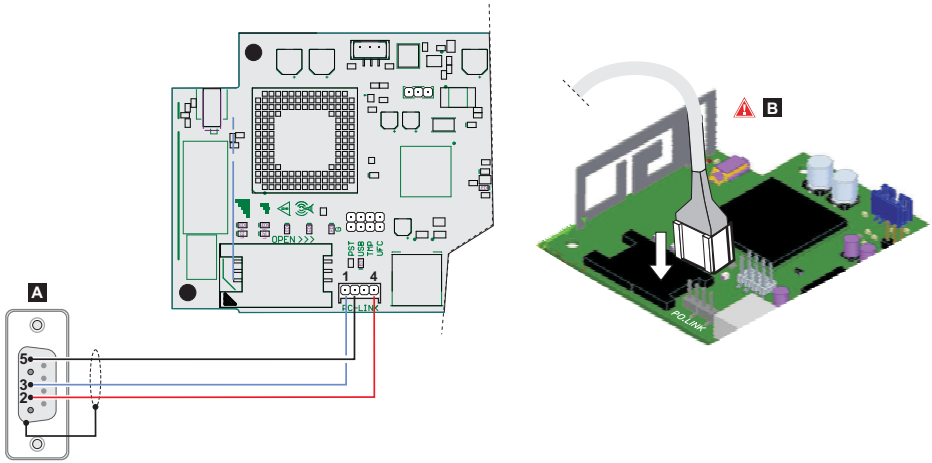

Figure 8 – PC-LINK cable connection: A) RS-232 female connector, solder side B) insert the PC-Link cable properly.
1. Connect the communicator PC-LINK serial port to a free RS232 serial port on the PC using the PC-LINK cable (accessory item), as shown on Figure 8.